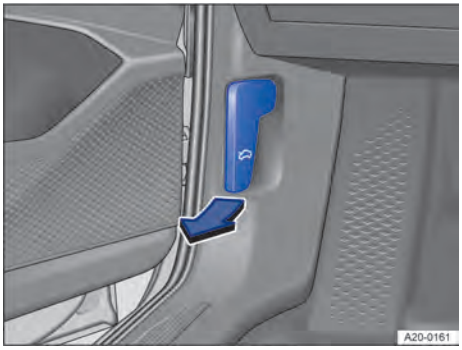

**Fig. 178** En la zona reposapiés izquierda: palanca de desbloqueo del capó delantero (representación esquemática).
2. Abra la puerta delantera izquierda y tire de la palanca de desbloqueo en el sentido de la flecha → fig. 178.